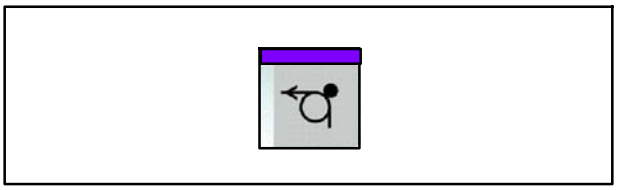

Fig. 172 Touche Lever/abaisser le cylindre de pression
18. Appuyer sur la touche Lever/abaisser le cylindre de pression (Fig. 172) pour abaisser le cylindre de pression